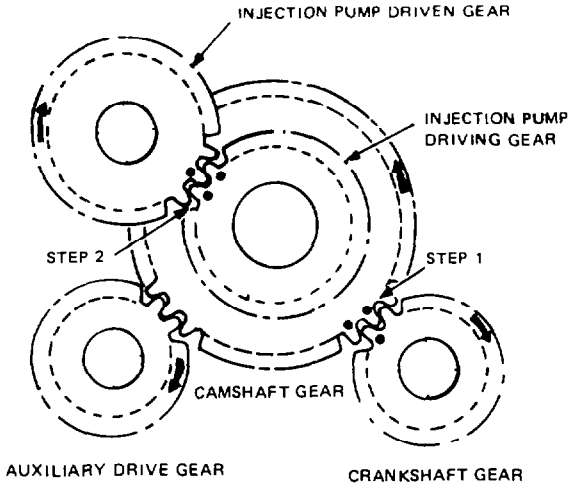

Fig. 69 — Timing Marks
d. Insert the injection pump drive shaft through the rear of the housing; fit the key to the shaft; fit the two piece gear to the shaft so that the timing mark on the gear is aligned between the two timing marks on the driving gear (see fig. 69).